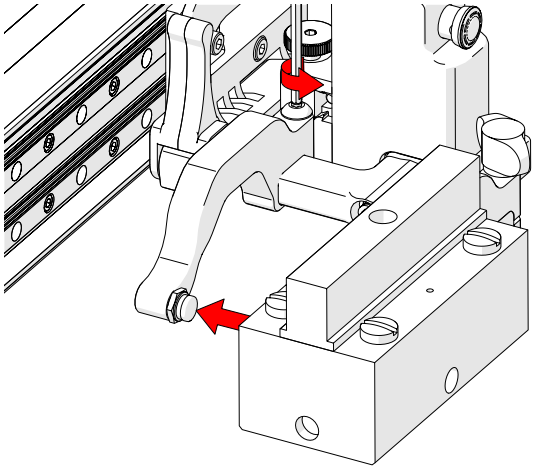

Fig. 100 - Adjust inner arm
4. Loosen the arm clamp screw *(Fig. 100)*.